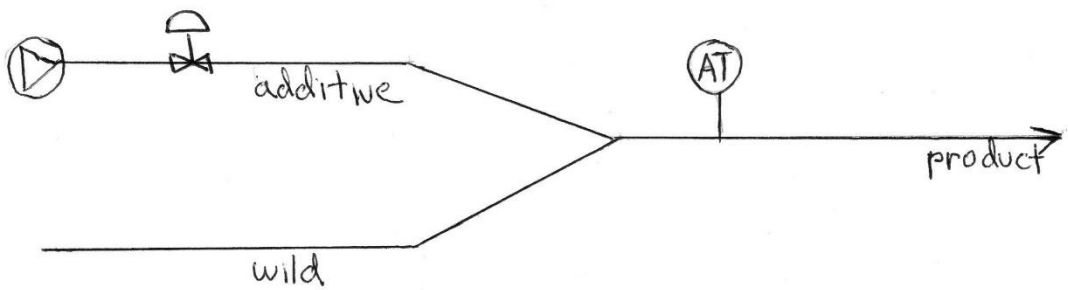

**Figure 1 Illustration of a blending process**
Figure 1 illustrates a blending process as an example. The wild flow is a process stream. To it is added the additive, which may be called a titrant. The additive may be to adjust composition, or pH, or temperature, or such. Here it is considered composition, and the Analyzer Transmitter (AT) measures and reports the mixed stream composition.